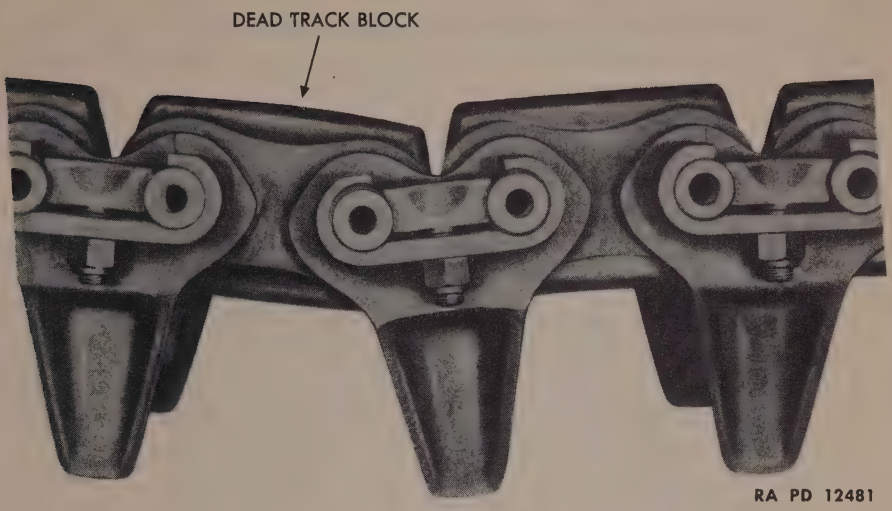

Figure 22—Dead Track Block Dropping Out of Line On Top of Track
(3) INSPECT CONDITION OF TRACK. Check end connectors for wear, bent or broken guide lugs. Inspect all wedges and nuts for presence and tightness. Check presence of self-locking nuts. Check for bottomed wedges and replace. Clearance between wedge and connector should be not less than $\frac{1}{32}$ of an inch. If grousers are being used, inspect their condition and tightness. Inspect all slack portions of the track for the presence of dead track blocks and replace any such blocks (fig. 22). The presence of a dead track block is indicated by a block which has dropped definitely out of line. NOTE: To be detected, a dead track block must be on the top of the track. This necessitates moving the tank to make a complete inspection. At this time the inside wedges and connectors can also be inspected.
(4) INSPECT SPROCKETS. Check for sprung or worn teeth. Check cap screws and hub nuts for tightness. Check inside cap screws when tank is being moved.